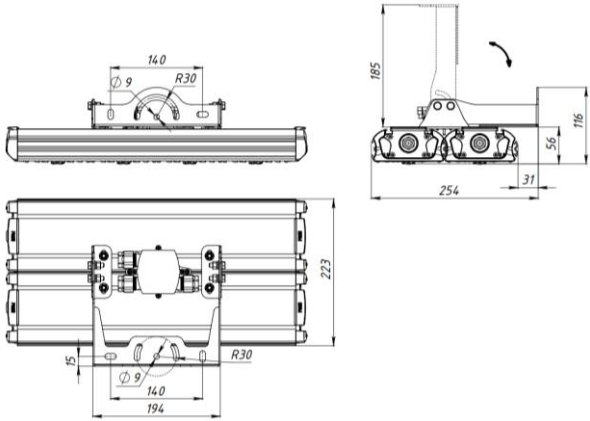
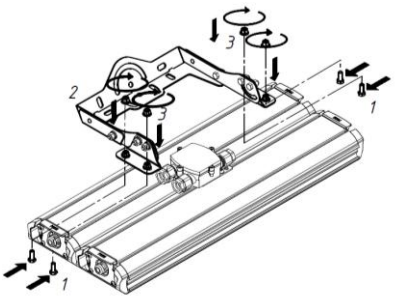

Рисунок 2. Габаритные размеры светильника с креплением.
Рисунок 4. Установка крепления на светильник
5.2. Установите крепление на светильник (см. рисунок 4). Конструкция крепления позволяет регулировать положение светильника в диапазоне от 0 до 90 (см. рисунок 2).